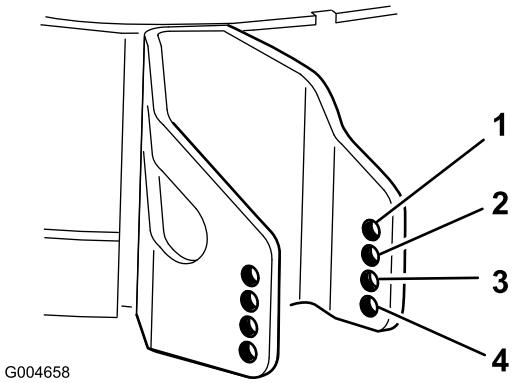

Figuur 23
4. Kies een opening en let er hierbij op dat de antiscalpeerrol is geplaatst bij de dichtstbijzijnde, door u gewenste corresponderende maaihoogte (Figuur 23).